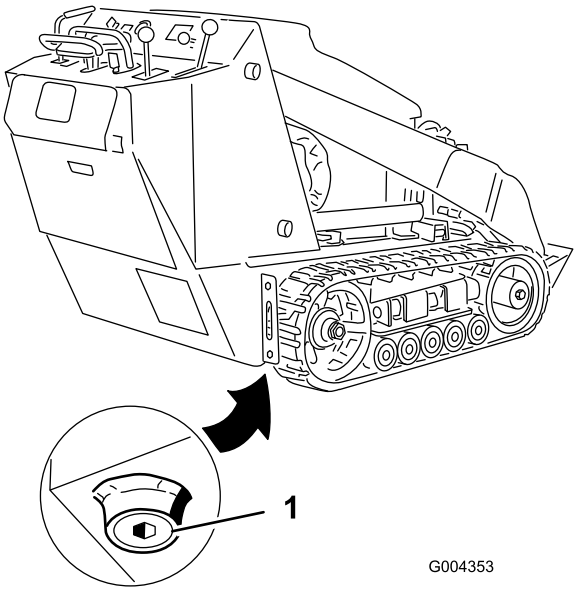

Figur 34
4. Ta bort avtappningspluggen (Figur 34).